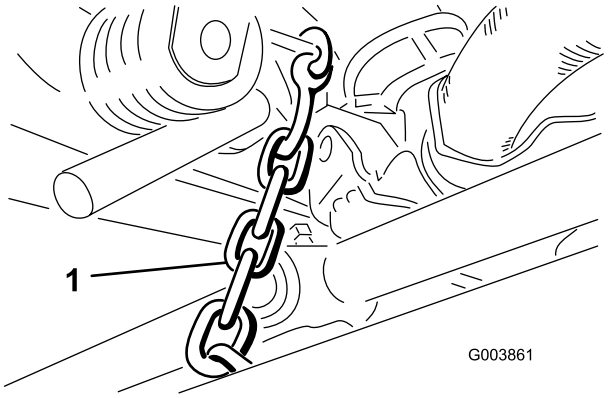

Figur 11
9. Lossa låskedjan från lyftarmen och fäst den på de bakre klippenheternas tvärstång med en bult, planbricka och låsmutter (Figur 11).